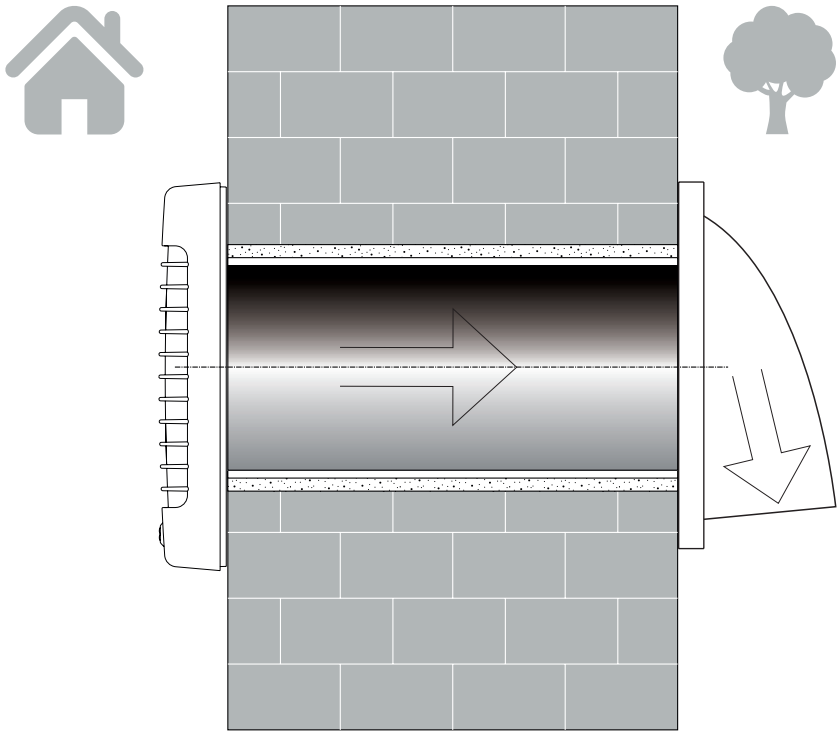

Fig. 2
1. Select an installation place for the ventilation kit and drill a round core hole. Its diameter must match the air duct diameter, Fig. 2.